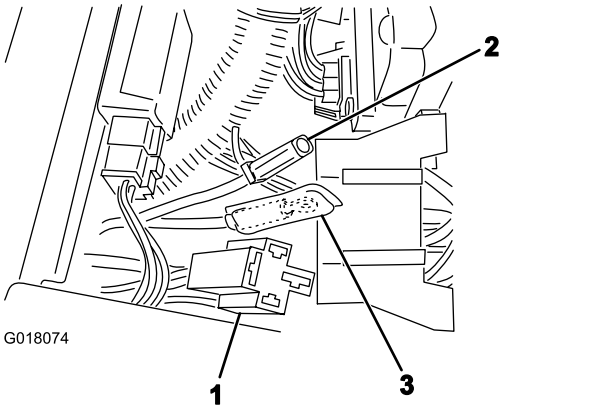

**Figuur 12**
1. Sluit de relaisaansluiting voor de accessoires op de kabelboom van de tractie-eenheid aan op het vermogenrelais (Figuur 12).
2. Verbind de grote, rode draad (Figuur 12) van de hulpzekeringhouder met de overeenkomende aansluiting van de kabelboom van de tractie-eenheid.
5. Verbind de zwarte kabels van de kabelboom van de tractie-eenheid en de bijgeleverde kabelboom met het aardingsblok (Figuur 12 en Figuur 13).